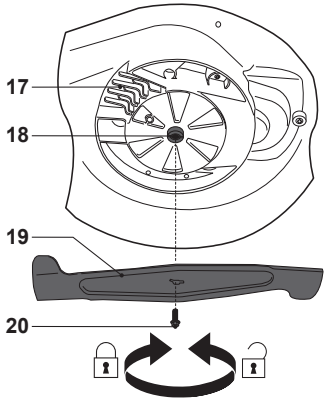

Fig.15
> Aflojar el perno (20) en sentido antihorario usando una llave de 13 mm y quítelo junto con el dispositivo de corte (19) (Fig. 15).